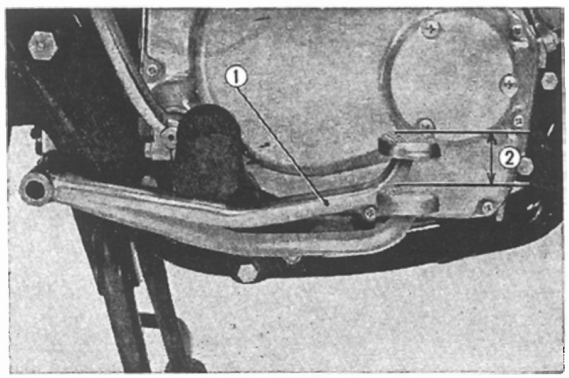

Fig. 6.39 Brake pedal free play
a. Raise the rear wheel off the ground and check the free play ② of the brake pedal ① in the same way as for the front brake, the play should be 0.8～1.2 in (2～3 cm). **(Fig. 6.39)**